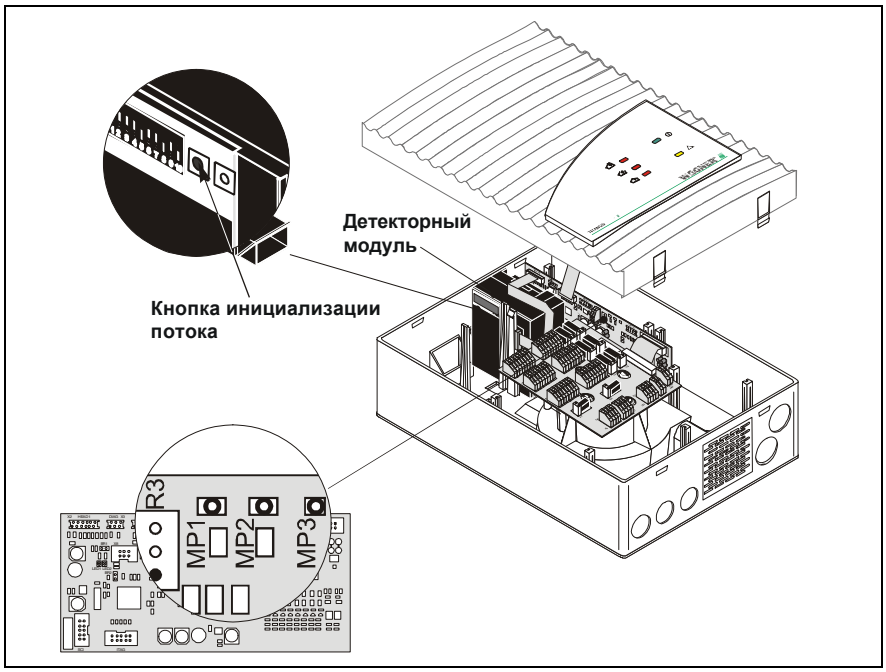

Рис. 7.2: Настройка датчика воздушного потока без учёта давления воздуха в TITANUS®
4. Нажмите кнопку инициализации потока «Flow-Init» S2 на детекторном модуле TITANUS® (см. Рис. 7.2).